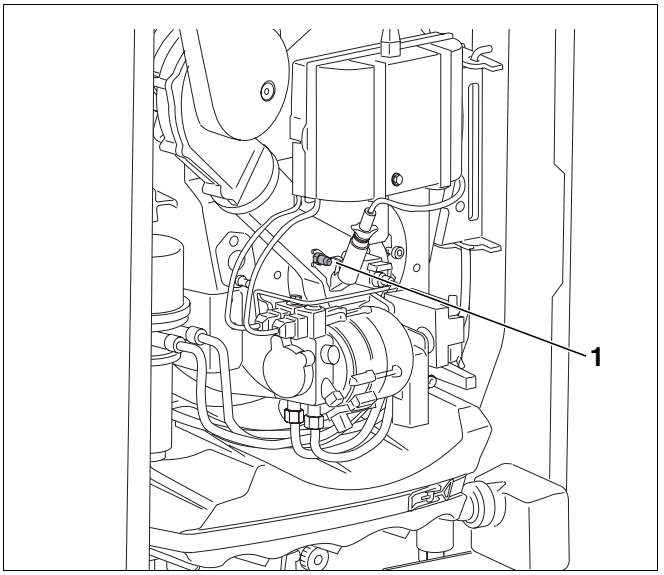

Bild 41 Statischen Gebläsedruck messen
- Druckmessnippel (Bild 41, **Pos. 1**) für den statischen Gebläsedruck am Brennergehäuse öffnen.
- Messgerät für statischen Gebläsedruck am Druckmessnippel (Bild 41, **Pos. 1**) des Brennergehäuses anschließen.